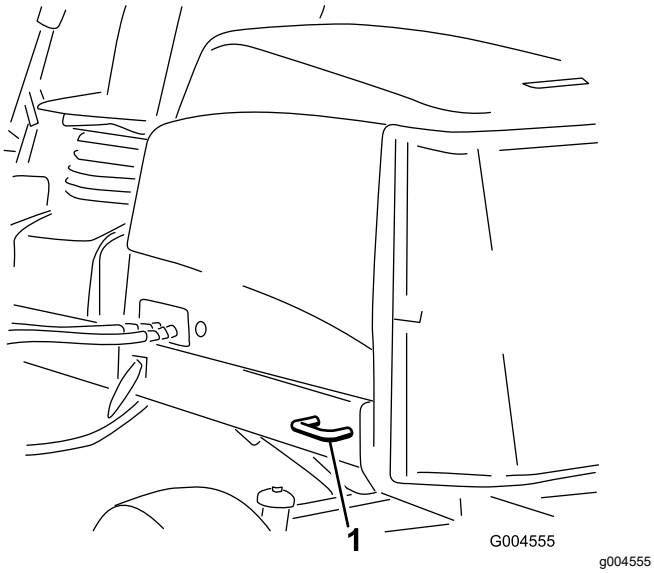

Figuur 61
- **Achterkant van de machine** – Beide zijden van het achterframe van de machine (Figuur 61).